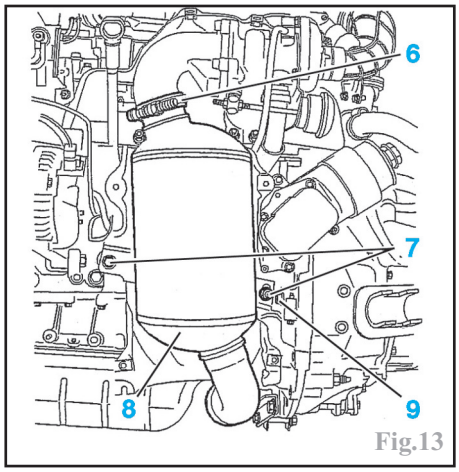
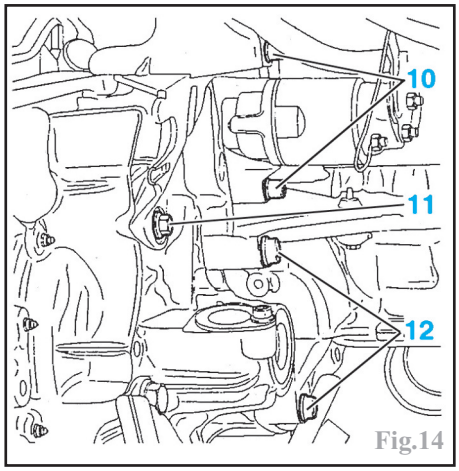

Fig.13
Fig.14
-le collier supérieur du catalyseur (6) (Fig.13).
-les écrous de fixation du catalyseur sur le moteur et la boite de vitesse (7).
-le catalyseur (8).
-la vis située derrière entre le carter moteur et le carter de boite (9).
-les 2 vis (10) (Fig.14).
-la vis (11)
-les 2 vis (12)